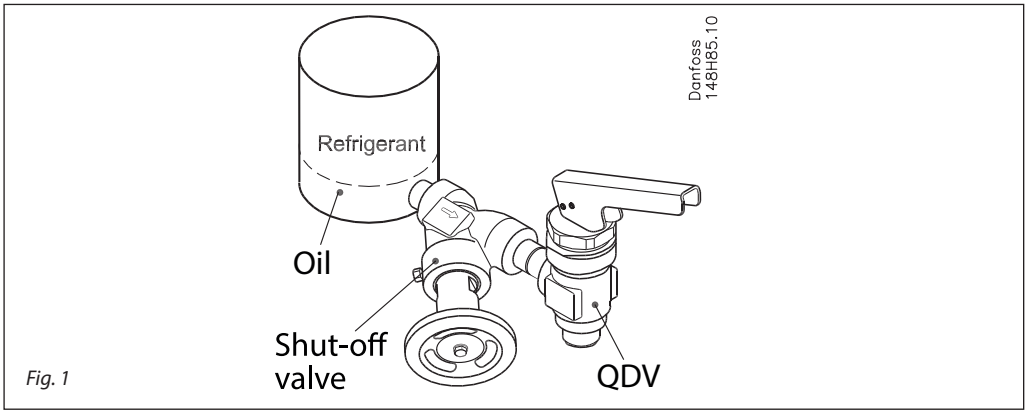

Fig. 1
The valve will close immediately on release of the handle, thus protecting user and environment against unnecessary refrigerant leaks. The valve should as a rule be installed as illustrated in fig. 1.
- Can be supplied together with a stop valve for quick on site mounting (fig. 1)